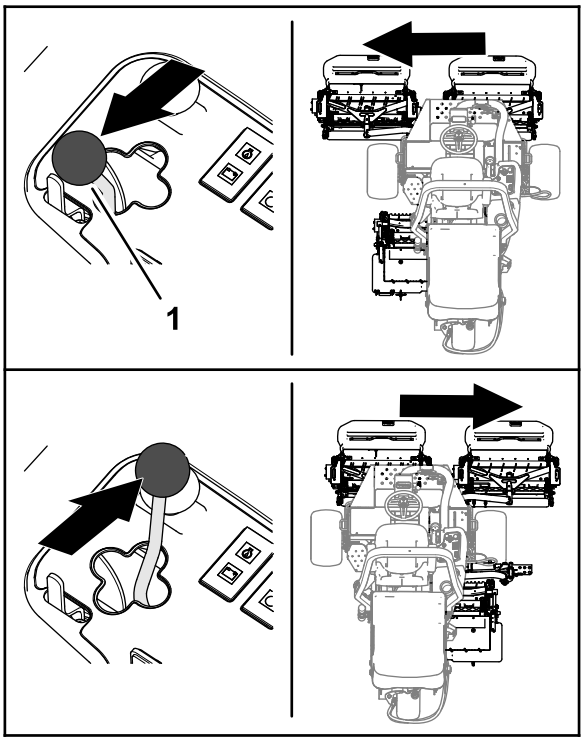

**Figur 47**
2. Dra klippenhetens växelspak åt vänster eller höger för att flytta klippenheterna åt vänster eller höger (Figur 47).